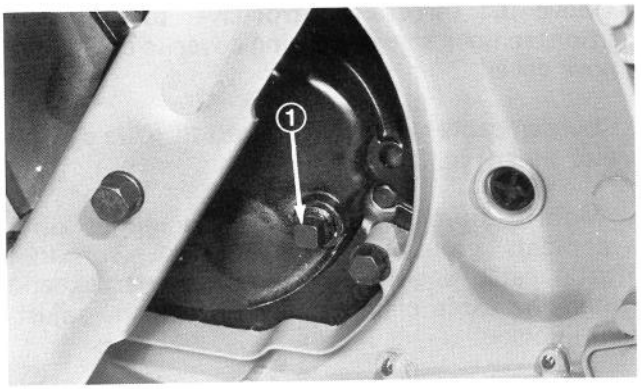

Figure 27
2. Tip mower on its right side (Fig. 27).
3. Remove drain plug (Fig. 27), and tip mower back to its normal position to drain oil.